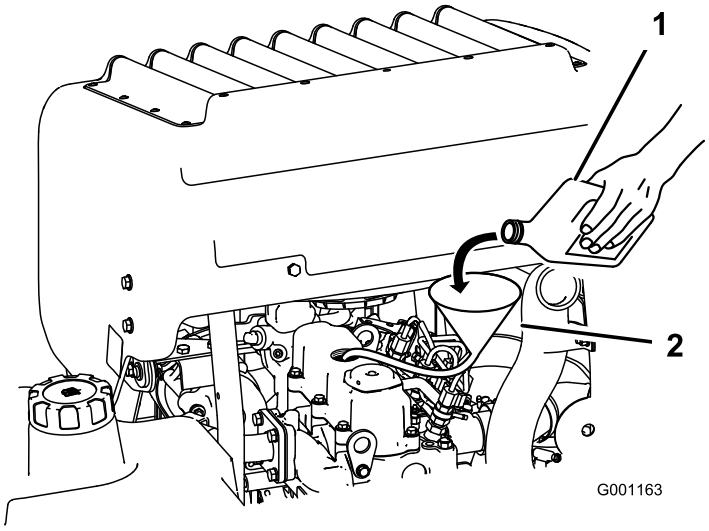

**Figur 39**
3. Der kan hældes olie på motoren ved hjælp af en slange og en tragt (Figur 39).